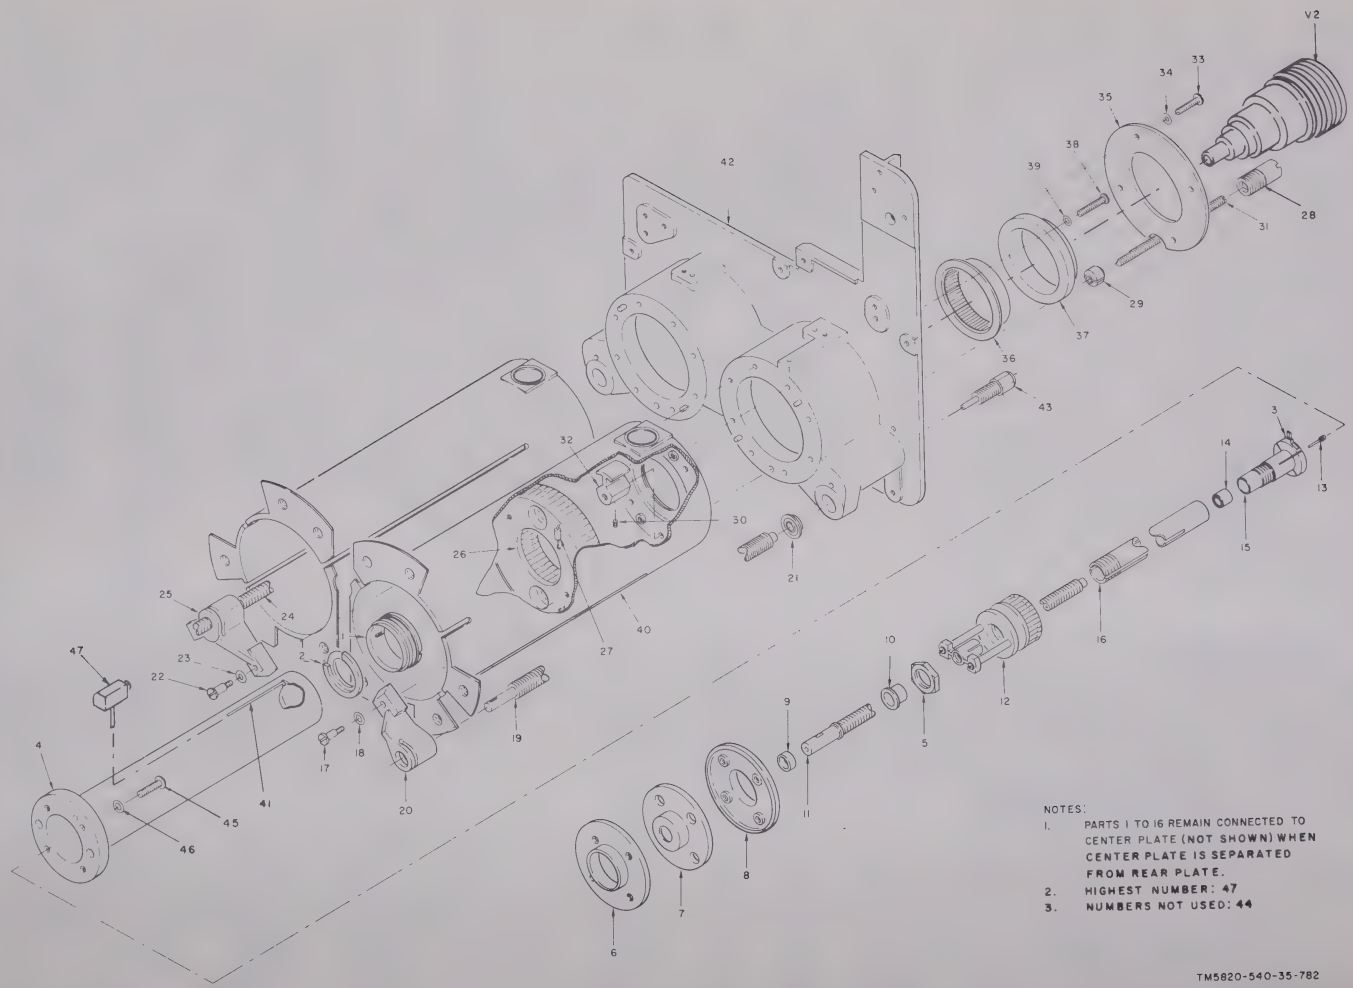

Figure 5–20. Radio frequency amplifier 37AR1AR1, cavity exploded view.
(1) *Removal of XMTR TUNE drive mechanism* (fig. 5–19).
(*m*) Remove 14 screws (49) and washers (50) which secure the external cavities and the connector blocks (fig. 5–20, items 40 and 47) to center plate (57).
(*p*) Unsolder and tag the wires connected to C7 and C14 (fig. 5–20, item 43).
(*s*) Carefully pull center plate (57) away from the rear plate (fig. 5–20, item 42) to separate the inner cavities from the outer cavities.
(2) *Removal and disassembly of capacitor probe assemblies* (fig. 5–19).
(3) *Disassembly of inner cavity* (fig. 5–20).
(*a*) Remove four screws (45) and washers (46) securing the cavity (4) to the center plate (fig. 5–19, item 57).
(4) *Disassembly of outer cavity* (fig. 5–20).
(1) *Assembly of outer cavity* (fig. 5–20).
(2) *Assembly of inner cavity* (fig. 5–20).
(*a*) Assemble bearing housing (7) and bushing insulators (6) and (8). Insert these items into the center plate (fig. 5–19, item 57). Insert bearing (9) into bearing housing (7).
(*g*) Secure cavity (4) to the center plate (fig. 5–19, item 57) with four screws (45) and washers (46).
(*t*) Install electronic tubes V1 and V2 (fig. 5–20), and capacitors C5, C6, C12 and C13.